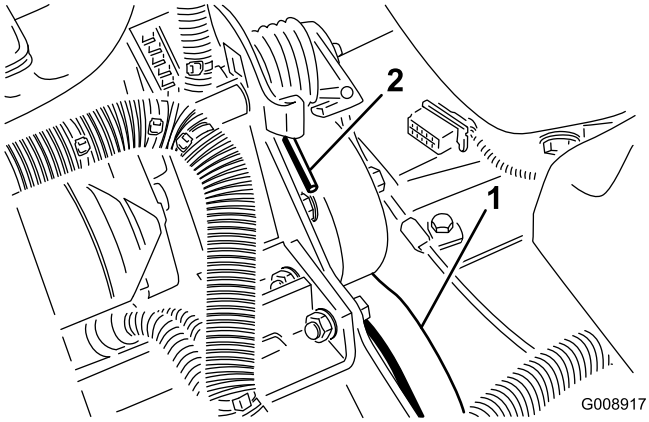

Figur 60
2. Tryk ned og fremad på fjederenden (Figur 60) for at løsne den fra konsollen og løsne spændingen på fjederen.